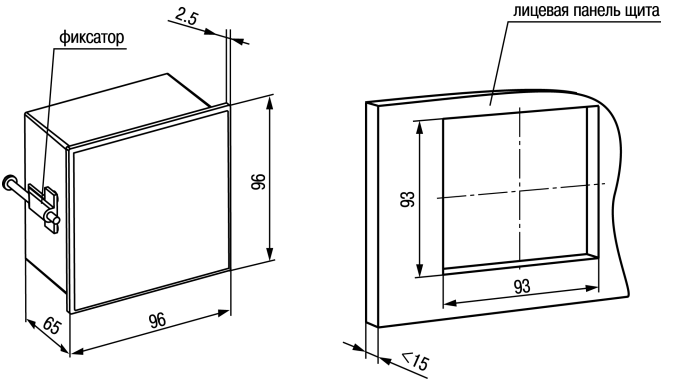

Рисунок 4.6 – Габаритные размеры корпуса Щ1
1. Подготовить на щите управления монтажный вырез для установки прибора (см. *рисунок 4.6*).